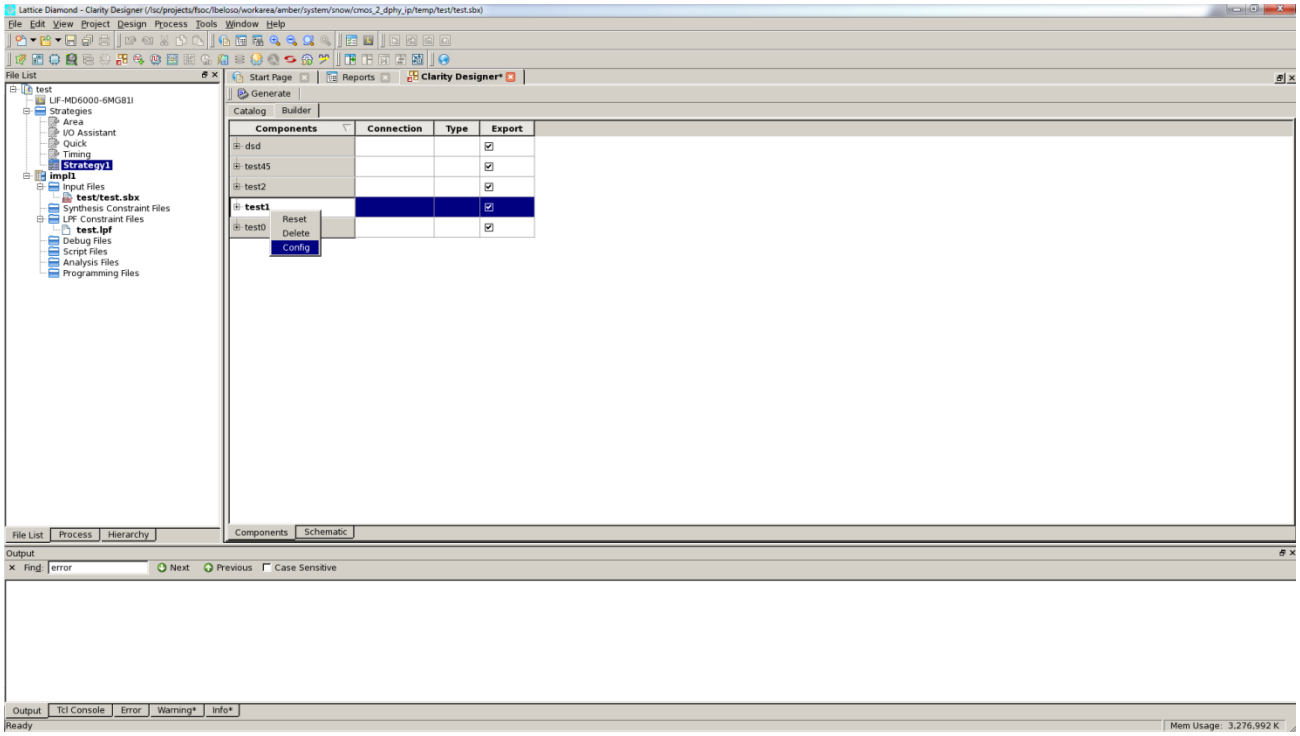

**Figure 4.12. IP Regeneration in Clarity Designer**
1. In the **Builder** tab, right-click the IP instance to be regenerated and select **Config** in the menu as shown in Figure 4.12.